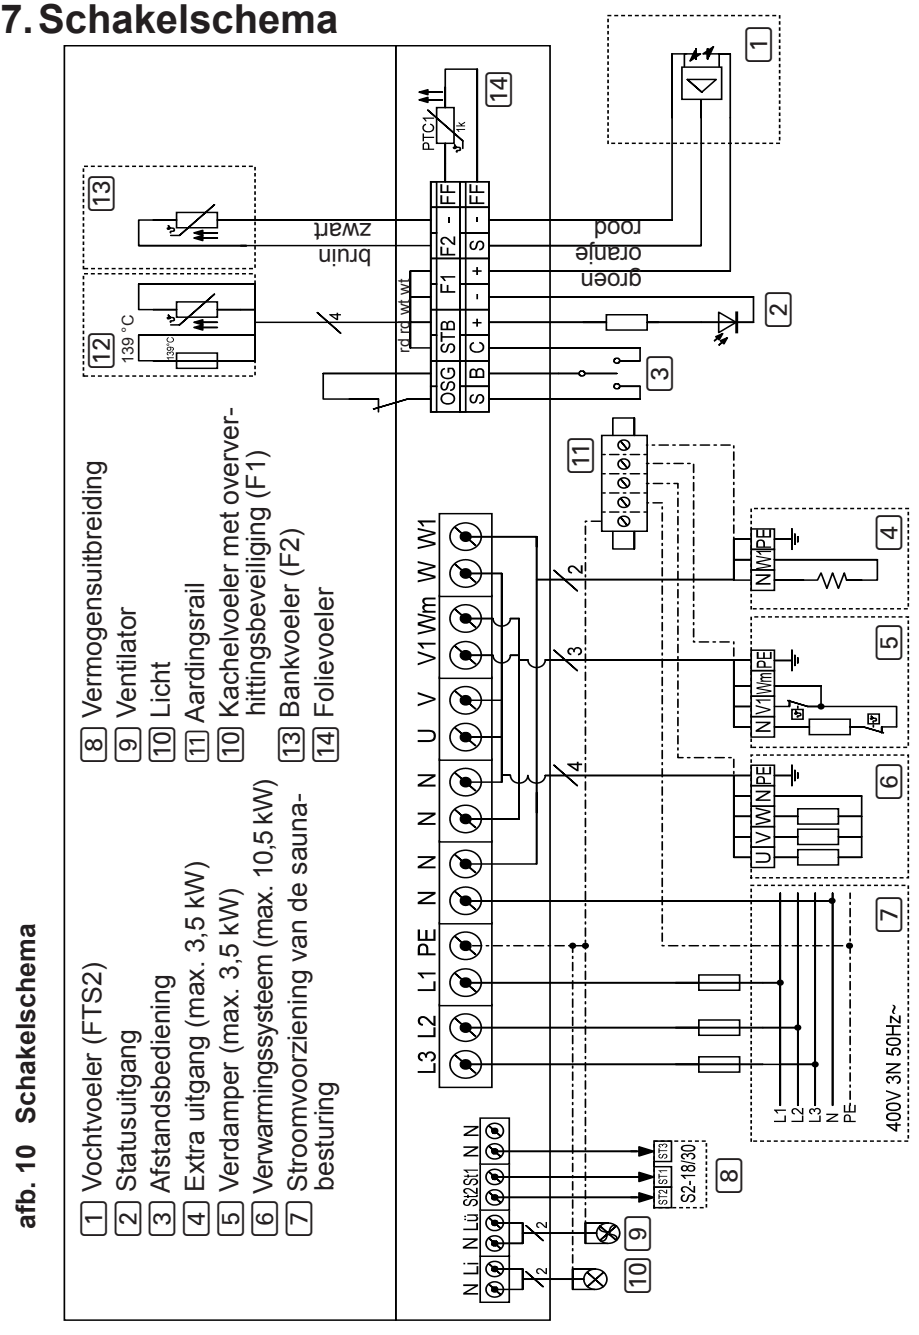

afb. 10 Schakelschema
- Raadpleeg het schakelschema (**afb. 10**) op pagina **34**.